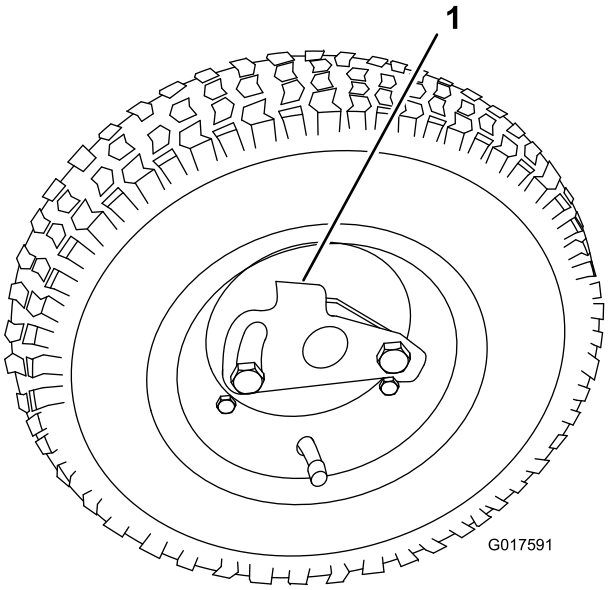

**Rysunek 8**
1. Wsuń koło na oś (Rysunek 8).
2. Odwróć zacisk blokujący koło od środka koła, umożliwiając jego dalsze wsunięcie na oś (Rysunek 8).